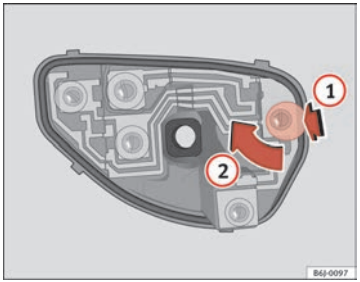

Fig. 145 Changing bulbs on tail lights
– When the bulb holder has been removed, press in the direction of the arrow (1) and at the same time, turn in the direction of the arrow (2) ⇒ fig. 145 ■